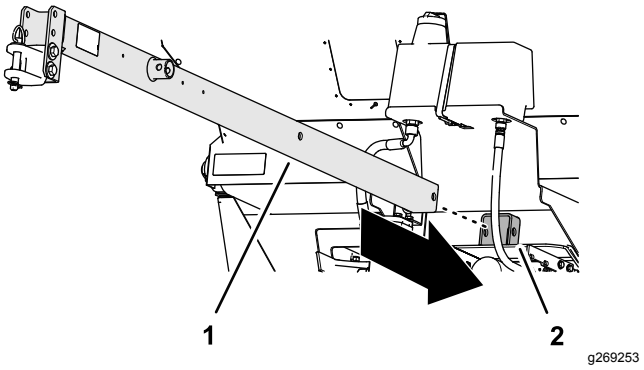

Figur 3
1. För in dragstången genom det främre dragkroksröret, maskinramen och det bakre dragkroksröret (Figur 3).